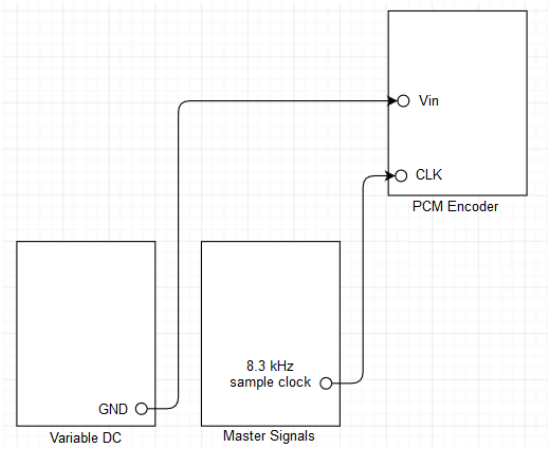

Figure A.2.3: Setup for PCM.
i. Make the modulator setup as shown in Figure A.2.3.